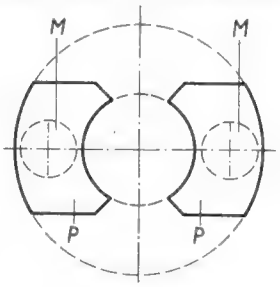
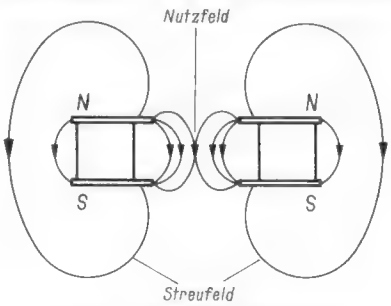

Bild 1a. Auf dem Hals der Bildröhre werden zwei Permanent- oder Elektromagnete M mit den Polschuhen P achsenparallel angeordnet
Bild 1b. Polung der Magnete und Feldlinienverlauf
1. Anordnung nach *Bild 1a*, bestehend aus je einem Permanent- oder Elektro-Magneten zu beiden Seiten der Bildröhre. Das in Horizontalrichtung wirksame Magnetfeld der beiden Magnete ist gleichsinnig und verläuft nach *Bild 1b* in Richtung der Bildröhrenachse. Nach diesem Prinzip arbeitet das von Telefunken im vergangenen Jahr herausgebrachte *Teleklar-System* mit Permanentmagneten.